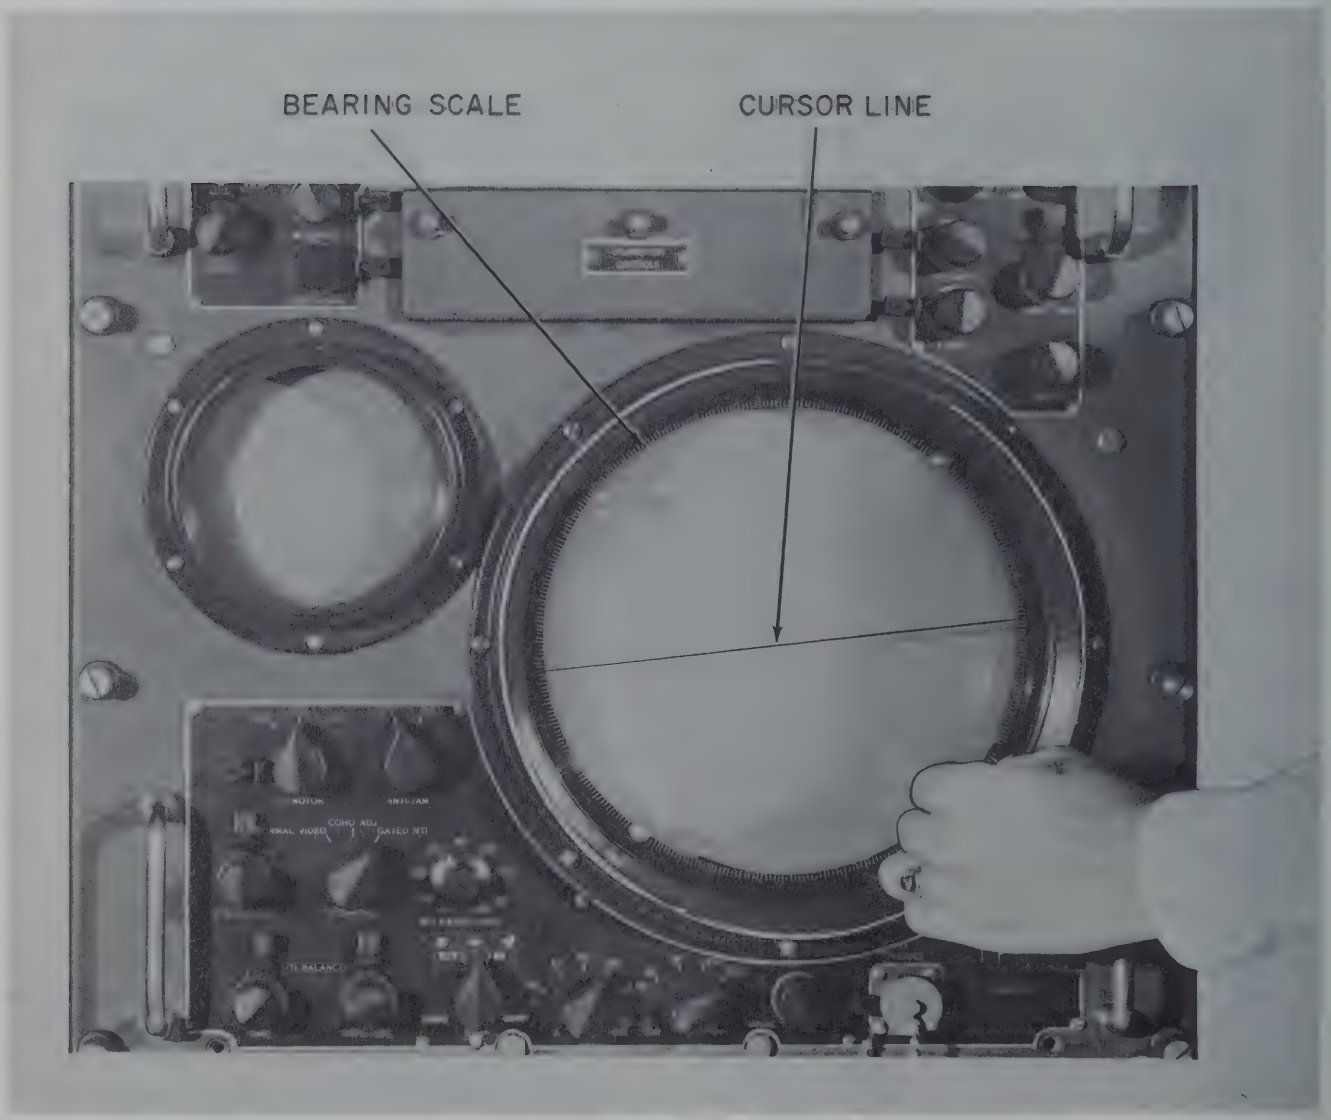

Figure 4–8. Use of Amber Filter with Cursor Line
Make observations at the left end of the A-scope sweep. Clutter signals appear as well-defined steady signals, while moving-target signals fluctuate somewhat and are apt to appear as several superimposed signals of slightly varying amplitudes (see figure 4–6).
d. OPERATING. *(See figure 4–2.)*